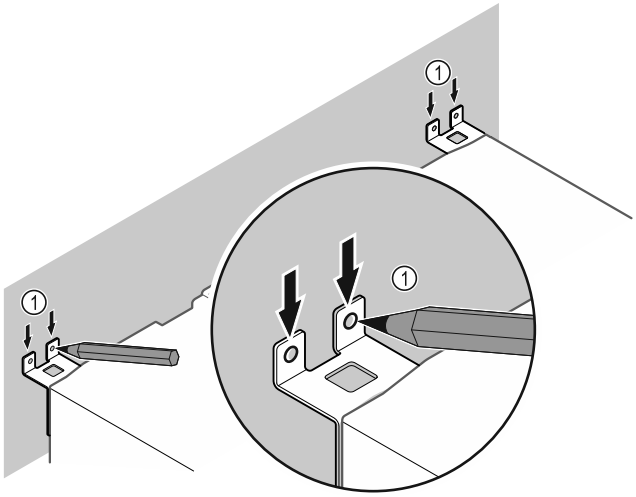

Fig. 52
▶ Puneți marcaje pe perete *Fig. 52 (1)*.